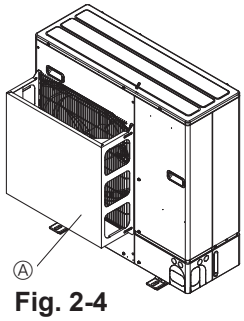

Fig. 2-4
② Si la unidad está situada en un lugar expuesto a vientos fuertes como huracanes que puedan entrar en la salida de aire coloque una guía para la salida de aire o una guía de aire. (Fig. 2-4)